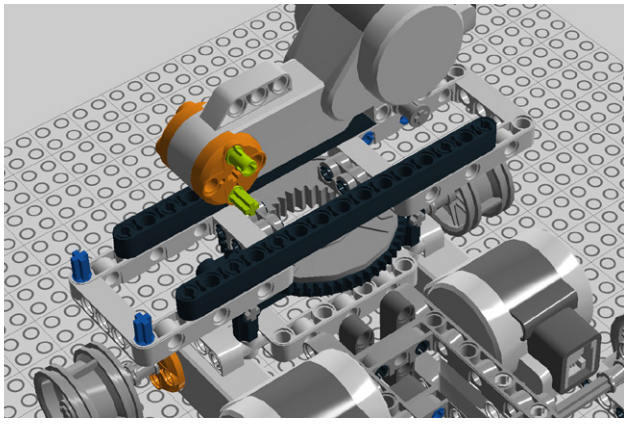

Figure 7-62. *Step 55: Adding peg and axle*
55. Add a connector peg and cross connector to the motor's hub (see Figure 7-62).